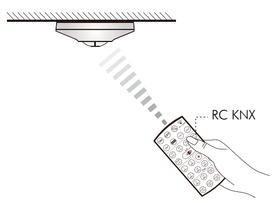

FIG.18
6.1 El KDP KNX GA10 puede ser controlado por el mando a distancia de infrarrojos control remoto KNX para hacer la operación más fácil y conveniente (Ver FIG.18)..